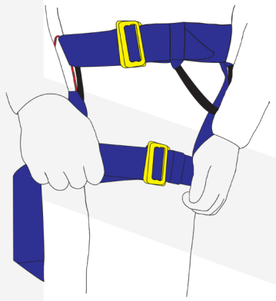

Fig. 6
5. Once the harness is fitted check all is correct and there are no twists, all buckles are locked correct and secured back through elastic tidies. Figs. 6